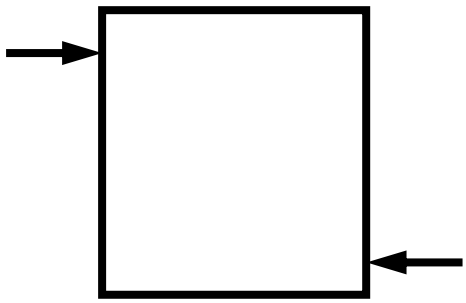

Fig. 3.9
3.9 Figure 3.9 shows a device which contains link mechanisms. Sketch the linkages inside the device that would be needed to allow for the indicated movements. (5)